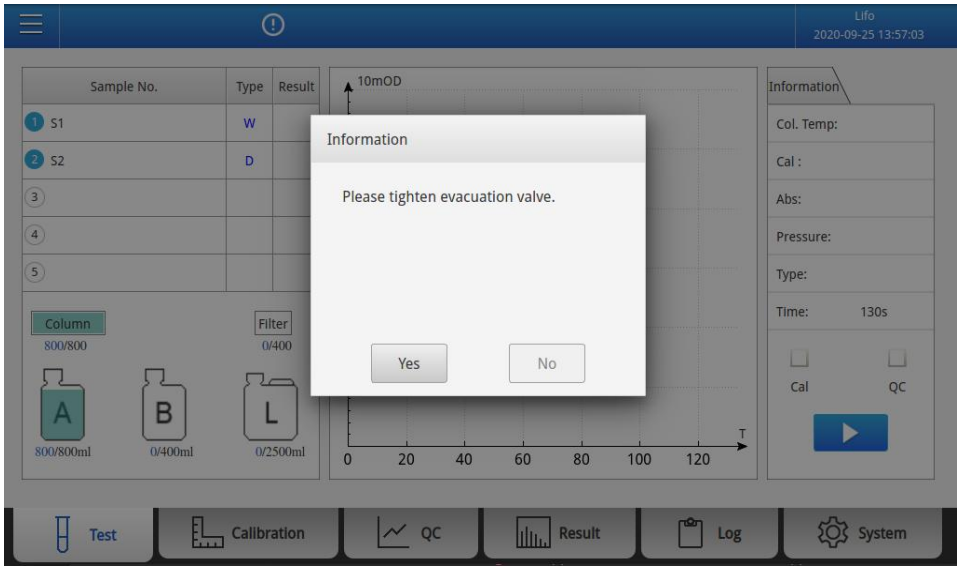

Fig. 5-20 After click "Yes"button
4)Empty the waste bottle, then click "**Yes**" button. (A waste bottle can only hold a single load of reagents). The **Fig.5-20** is displayed.